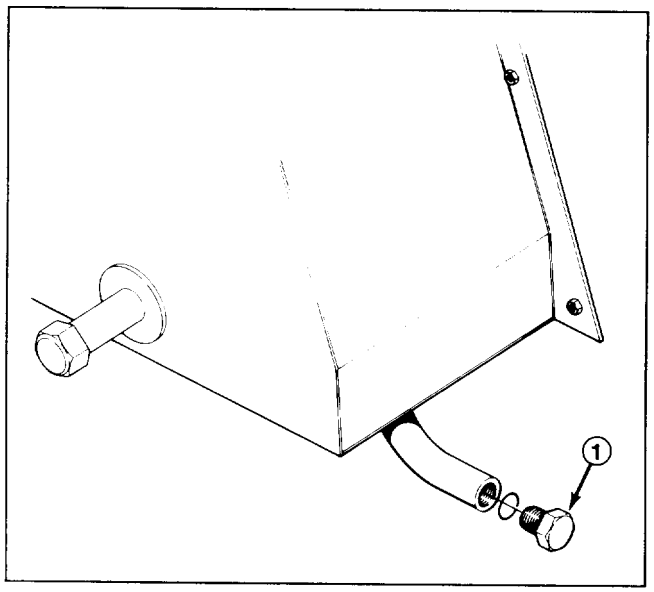

Figure 40
1. Open drain plug (Fig. 40) one–half turn and allow fluid to flow into drain pan until water is not noticed in hydraulic oil.
1. Remove drain plug (Fig. 40) from reservoir and let hydraulic oil flow into drain pan. Tighten plug when hydraulic oil stops draining.